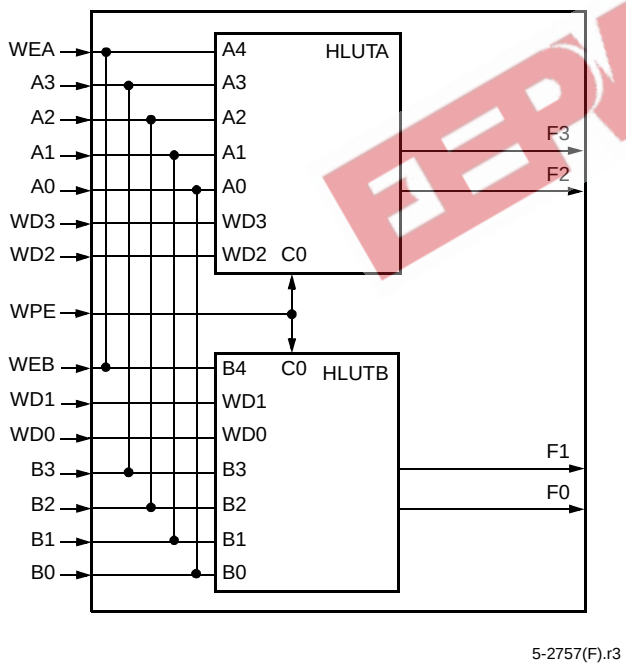

Figure 12. MA/MB Mode—16 x 4 RAM
Figure 12 illustrates the use of the LUT for a 16 x 4 memory. When the LUTs are used as memory, there are independent address, input data, and output data buses. If the LUT is used as a 16 x 4 read/write memory, the A[3:0] and B[3:0] ports are address inputs (A[3:0]). The A4 and B4 ports are write-enable (WE) signals. The WD[3:0] inputs are the data inputs. The F[3:0] data outputs can be routed out on the O[4:0] PFU outputs or to the latch/FF D[3:0] inputs.